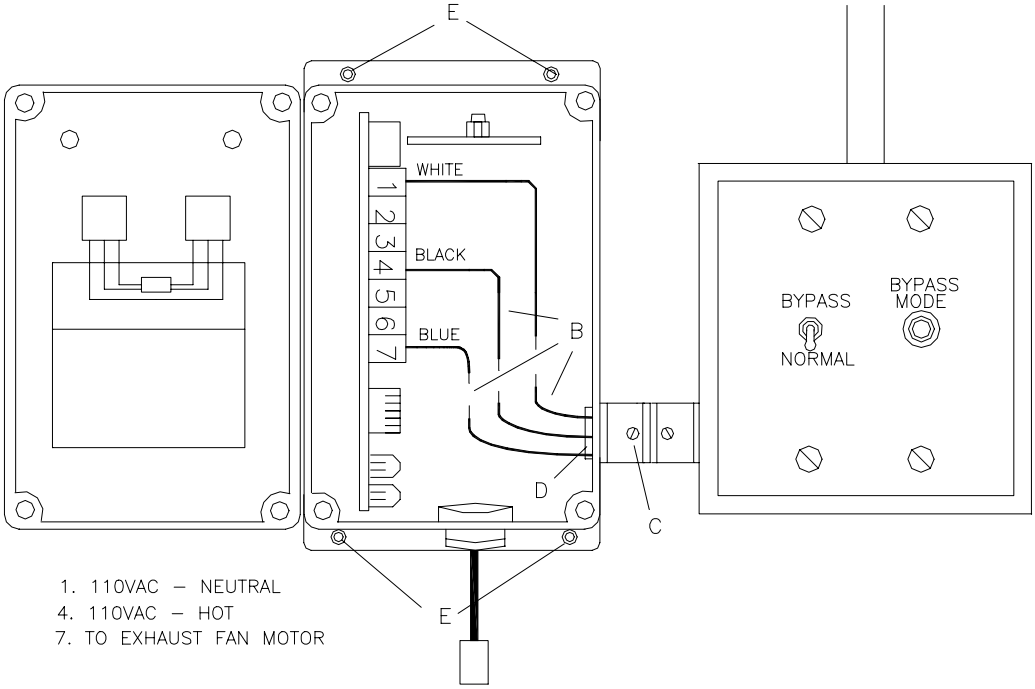

Figure 3-15 Exhaust Fan Control Unit Wiring Diagram
3. Find the three wires (designated "B" in Figure 3-15) that connect the fan motor and the Fan Control Unit Terminal Strip. Note the colors and connections between these wires and the wires routed into the bypass box next to the Phason controller.
5. Loosen the set screw and the assembly nut (designated "C" and "D", respectively, in Figure 3-15).
7. Remove the four screws (designated "E" in Figure 3-15) that hold the unit to the wall and remove the EFTC.
9. Reinstall the assembly conduit and assembly nut, and tighten the assembly nut as shown in Figure 3-15.
10. Tighten set screw "C" in Figure 3-15.